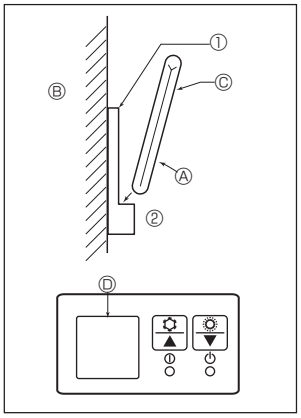

Fig. 6-3
2) Installation method (Fig. 6-3)
① Attach the remote controller holder to the desired location using 2 tapping screws.
② Place the lower end of the controller into the holder.